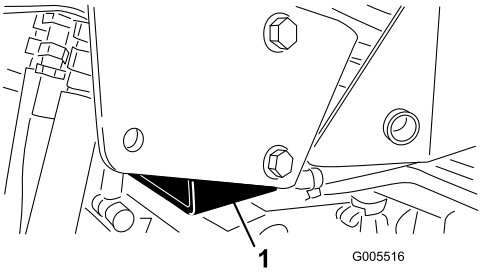

Figura 34
- Lado derecho – debajo del apoyo del gato y junto al soporte del ROPS (sistema de protección anti-vuelco) (Figura 34).